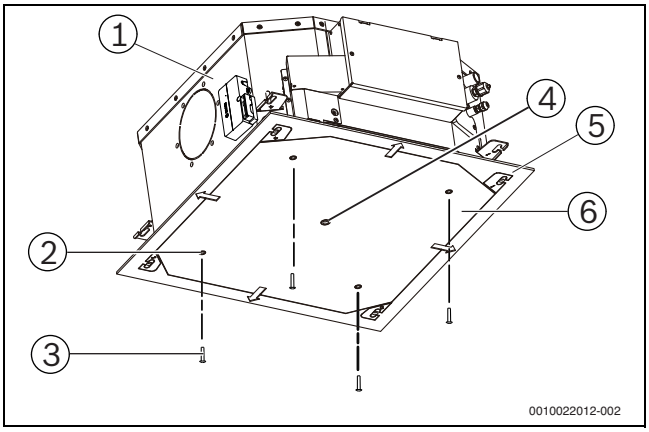

Рис. 12
2. После того как вы подняли и смонтировали блок, закрепите монтажную плату (дополнительная принадлежность 2) на корпусе блока с помощью винтов M5x20 (прилагаются к монтажной плате). Обязательно проверьте размер и положение отверстия в потолке, а также наличие доступа для технического обслуживания. См. рис. 12.